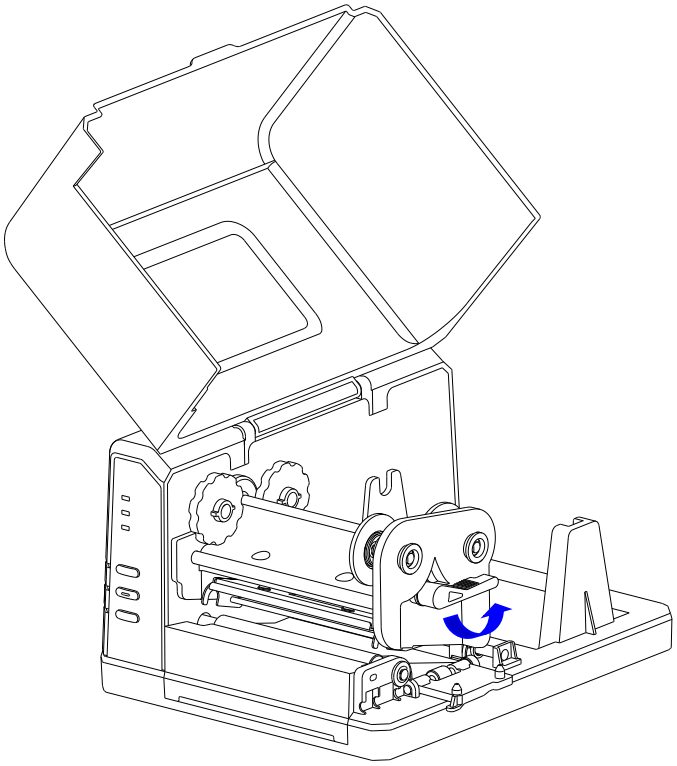

Figure 2-6 Open the Flip Fastener
1. Lift the right cover of the printer and turn the handle to the "open" position. Open the Flip Fastener downwards, as shown in Figure 2-6.